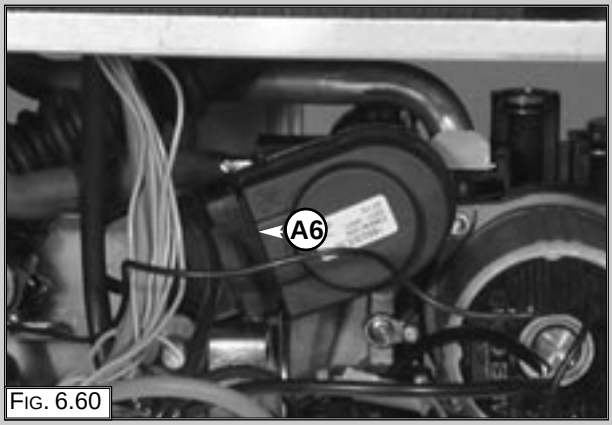

Fig. 6.60
1. Unplug the electrical connector “A6” (Fig. 6.60);